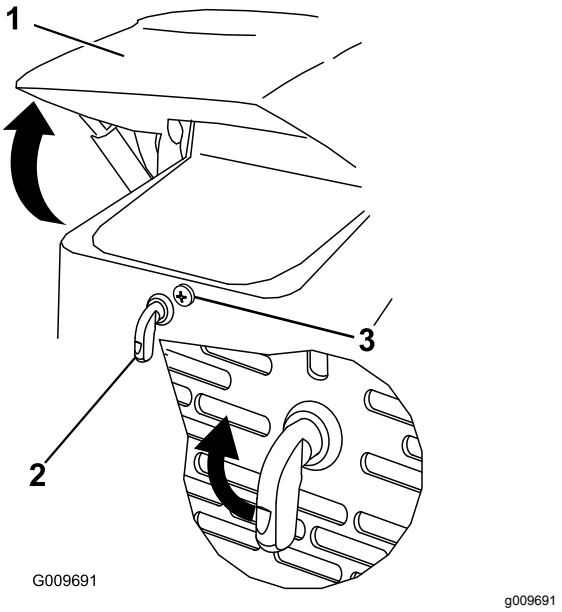

**Figure 24**
1. Loosen the hood-locking screw (Figure 24)
2. Turn the hood latch clockwise (Figure 24).
3. Swing the hood up (Figure 24).
3. Tighten the hood-locking screw to secure the latch (Figure 24).